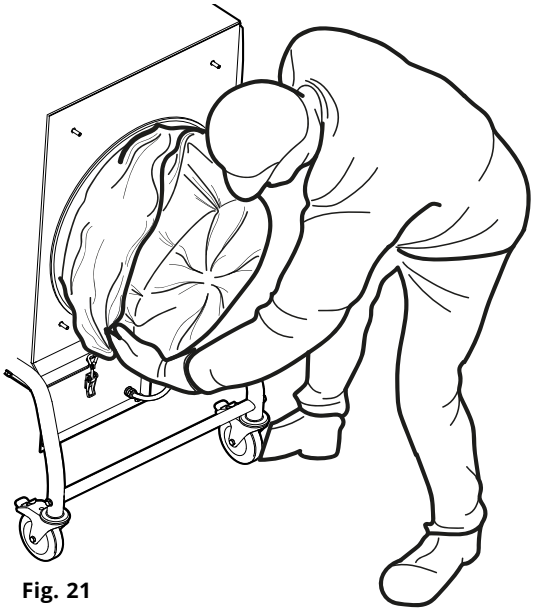

Fig. 21
8. Den Filterbeutel CMF PCW3 über die Filterpatrone ziehen, **Fig. 21**. Sicherstellen, dass der Filterbeutel nicht an den Bürsten unter der Filterpatrone hängenbleibt.